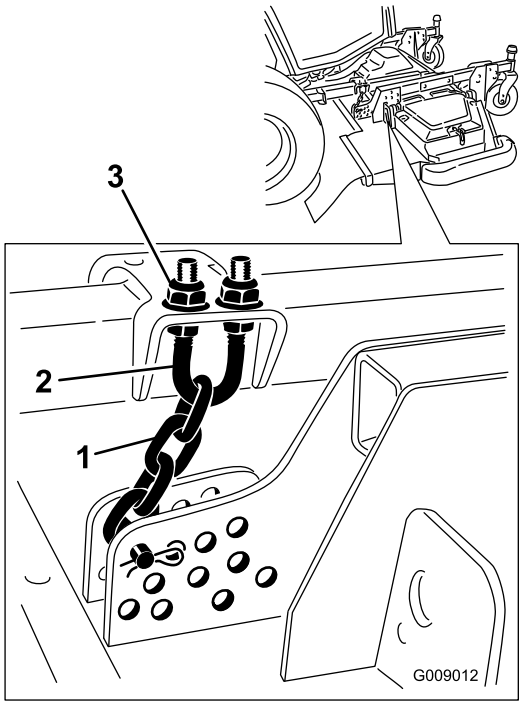

Figur 106
5. Lossa kontramuttrarna överst eller underst på klipphöjdskedjans U-bult (Figur 106).